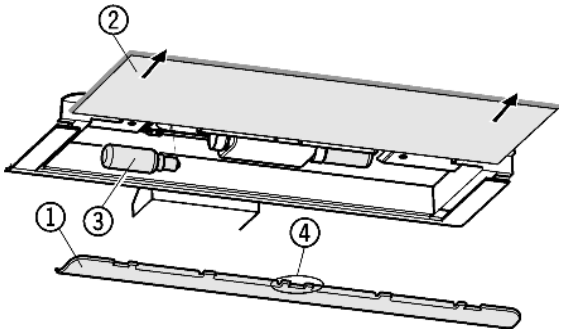

Fig. 20
▶ Снятие накладки *Fig. 20 (1)*: сзади возьмитесь пальцем за накладку и снимите её с фиксатора.
▶ Извлеките стеклянную полку *Fig. 20 (2)*.
▶ Лампу накаливания *Fig. 20 (3)* заменить.
▶ Установка накладки на место: защелкните справа и слева, следя за тем, чтобы средний крюк *Fig. 20 (4)* захватил стеклянную полку.